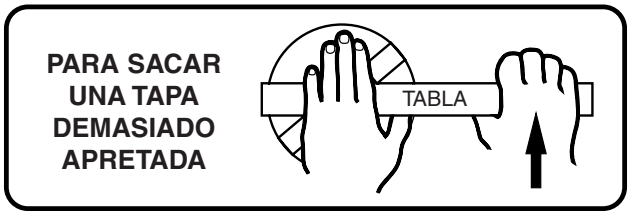

Figura 5 – Use una barra o una tablilla para sacar la tapa según se ilustra.
Si la bomba no está en un sistema de aspiración inundada, destornille y saque la tapa del colector (ver figura 5); llene el colector y la bomba con agua.
2. Saque la tapa del colector y use aire a baja presión para vaciar el agua acumulada del sistema de tuberías. Use una barra o una tablilla para sacar las tapas del colector que estén demasiado apretadas o se hayan asentado de tal forma que no se puedan sacar con la mano. Se han suministrado salientes en la tapa del colector para usar una palanca o una barra y poder aflojarla (ver figura 5) *No use aire de alta presión para purgar el sistema.*